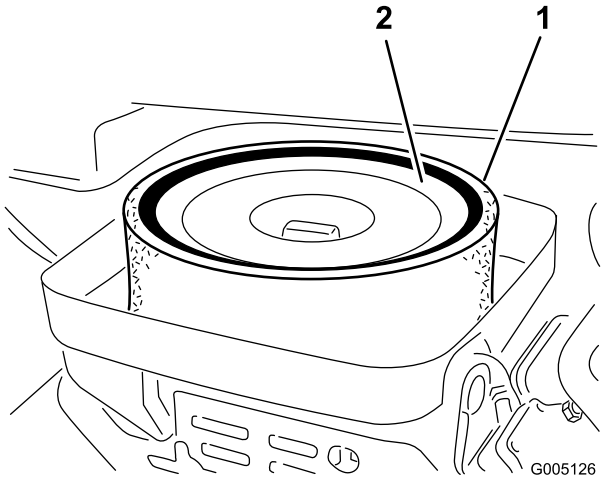

Figuur 44
3. Als het schuimelement vuil is, moet u dit verwijderen van het papierelement (Figuur 44) Dit moet grondig worden gereinigd. Ga hierbij als volgt te werk: